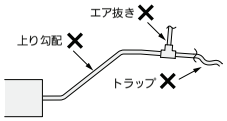

図12
- 接続部より上り勾配で配管しないでください。（ユニット停止時、ドレン水が逆流して水漏れの原因になります）（図12）
（図12）